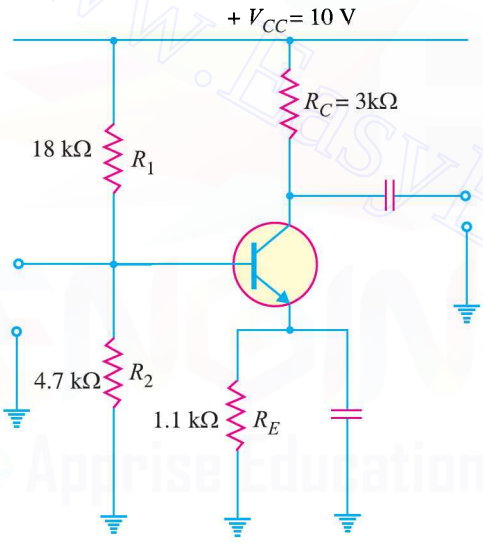

Fig. 9.52
9. Determine whether or not the circuit shown in Fig. 9.52 is midpoint biased. **[Yes]**